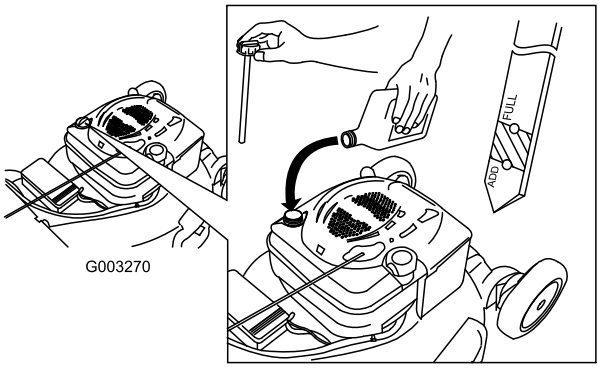

Figur 37
4. Hæld **langsomt** olie i oliepåfyldningsrøret, indtil oliestanden når op til linjen Full (fuld) på målepinden (Figur 37). **Fyld ikke for meget på.** (Påfyld maks.: 0,59 l, type: SAE 30 selvrensende olie med API-serviceklassifikation SF, SG, SH, SJ, SL eller højere.)